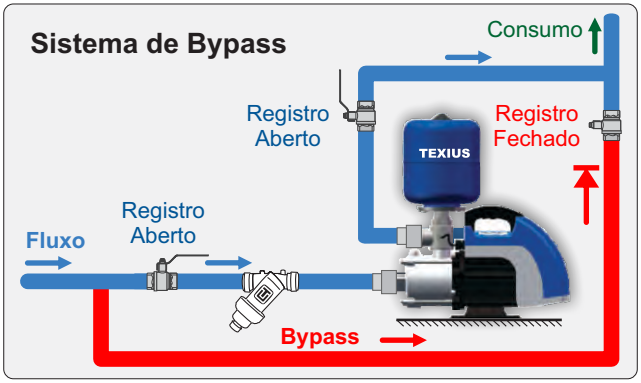

Figura 2 - Instalação em sistema de *Bypass*
8.5 Instalar o pressurizador em sistema de *bypass* conforme mostrado na figura 2. Os registros localizados na sucção e recalque da bomba devem ficar sempre abertos e o registro do *bypass* deve ficar sempre fechado. Se essas condições não forem atendidas, o pressurizador não irá desligar, pois a água ficará recirculando pelo *bypass*. Utilizar sempre registro de esfera em Inox.